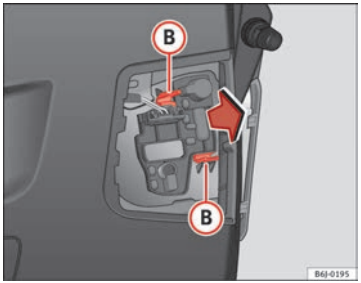

Fig. 162 Removing the bulb holder
– Remove the bulb holder by pressing the fastening clips (B) ⇒ fig. 162 and pulling outwards.